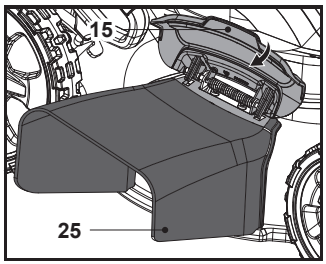

Rys. 15
4. Ostrożnie zwolnić boczną osłonę deflektora (15) (rys. 15). Przystawka do wyrzutu bocznego (25) będzie gotowa do użycia.